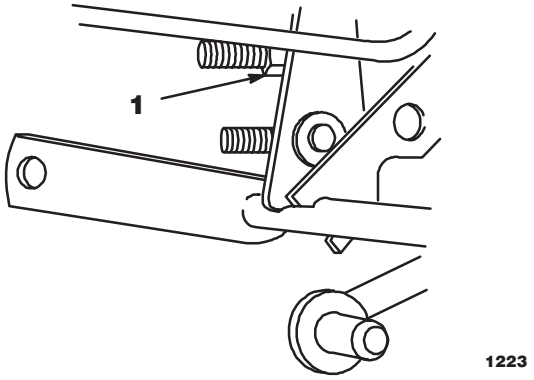

Abbildung 12
1. Zur Einstellung die Transporthöhenmutter (Abb. 12) am Hebemechanismus im Uhrzeigersinn drehen, um das Mähwerk anzuheben, bzw. im Gegenuhrzeigersinn, um das Mähwerk abzusenken.